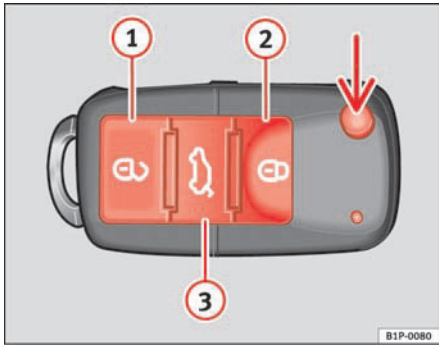

Fig. 65 Battery indicator in the remote control key
If the battery indicator ⇒ fig. 65 does not flash when the buttons are pushed, the battery must be replaced.
- Unfold the key by pressing the button shown by the ⇒ page 99, fig. 65 (arrow).